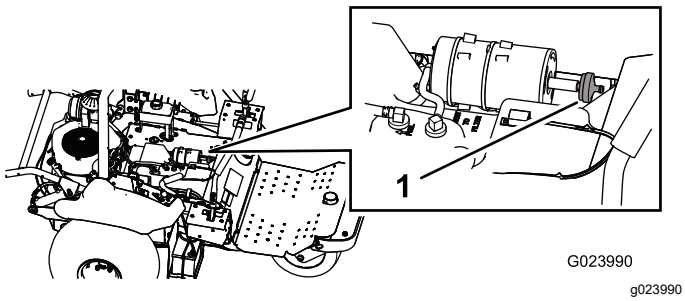

Rysunek 46
3. Odłącz filtr od węglowego pochłaniacza oparów paliwa (Rysunek 46).